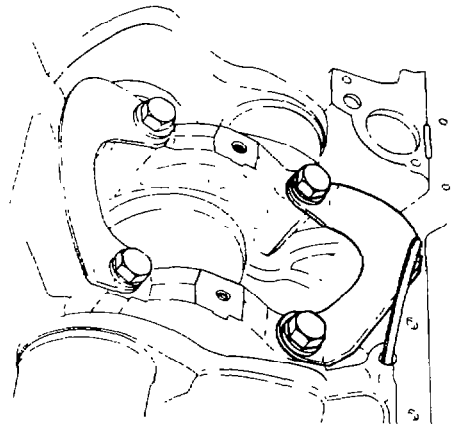

Fig. 66 — Main Bearing Caps — Tie Plates
l. Position the tie-plate on the main caps (see fig. 66) then install and torque the retaining bolts to 270 Nm (200 lb.ft).